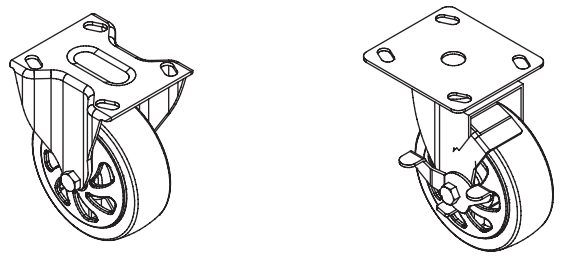

fig.5
6.1. CASTOR MAINTENANCE (fig.5)